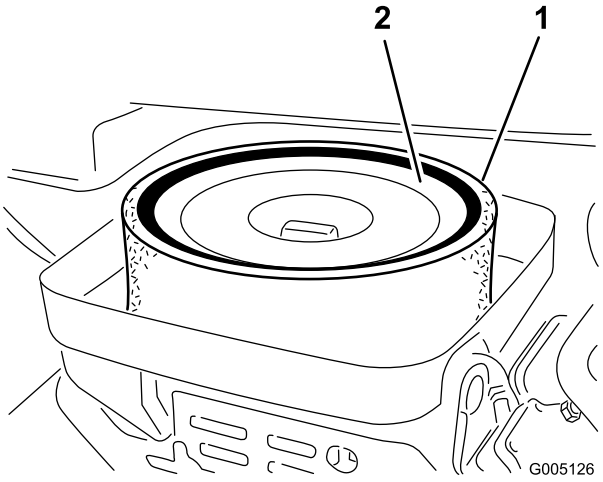

Figure 42
3. Si l'élément en mousse est encrassé, sortez-le de l'élément en papier (Figure 42). Nettoyez-le soigneusement comme suit :